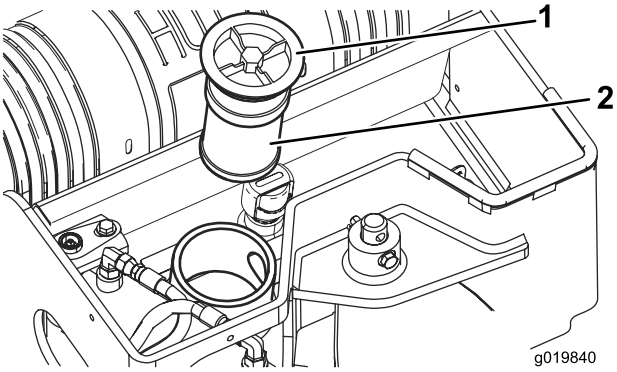

Figur 59
5. Gör rent i området runt hydraultankens påfyllningsrör och ta bort locket och filtret från röret med en hylsnyckel (Figur 59).